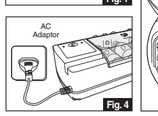

Fig. 4
3. Plug the charger into AC power source (Fig 4).